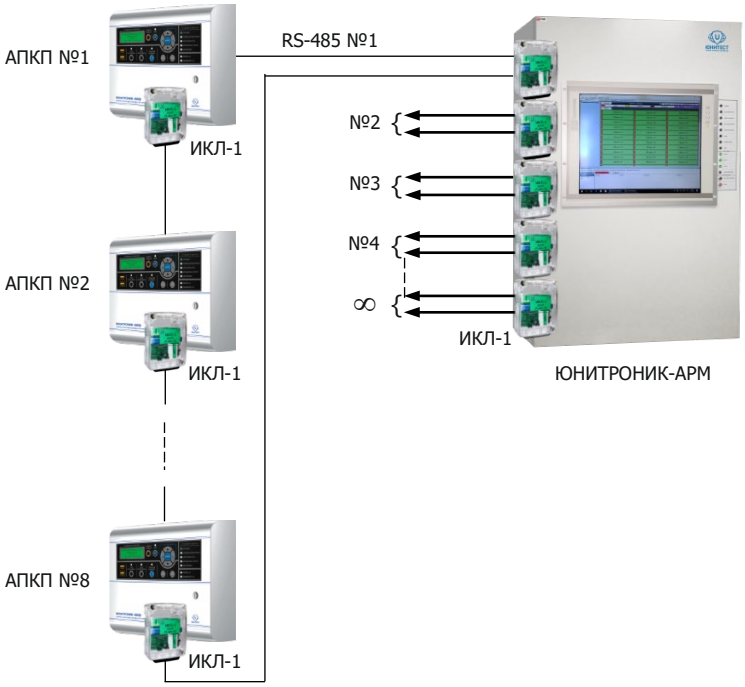

Рис.7. Управление сетью АПКП с помощью пульта «Юнитроник-АРМ».
3.5.1. Для создания пульта управления приемно-контрольными приборами следует применять автоматизированное рабочее место «Юнитроник-АРМ», имеющее встроенный сенсорный дисплей с защитой от электростатических и электромагнитных импульсов (рис.7). «Юнитроник-АРМ» также сертифицирован по пожарной безопасности.
1. Для управления исполнительными устройствами, общими для двух групп УПА (например, сиреной), управляющему модулю могут быть заданы два условия срабатывания реле. На рис.7 дан пример программирования модулей, управляющих вентиляторами дымоудаления и вентилятором подпора воздуха в лифтовом холле, общем для двух секций жилого дома.